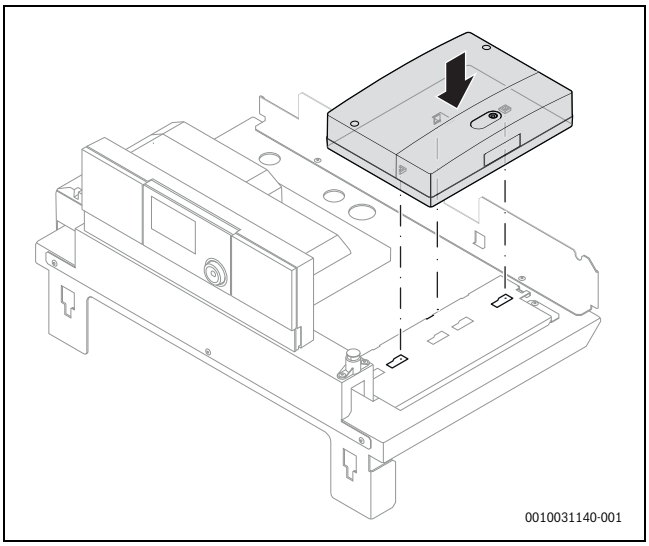

Fig. 17 Installazione del modulo elettronico sotto il pannello di copertura del generatore di calore (esempio)
- Installare il modulo sotto il pannello di copertura del generatore di calore come illustrato in fig. 17 e 18.